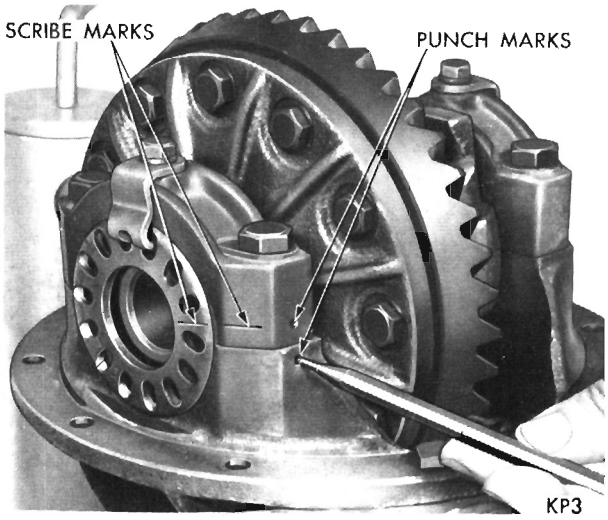

Fig. 17—Marking Bearing Caps and Adjusters
(7) Apply identifying punch marks on differential bearing pedestals of carrier, differential bearing caps and bearing adjusters for reassembly purposes (Fig. 17).
(8) Remove both differential bearing adjuster lock screws and locks.
(9) With a 3/4 inch socket, loosen bearing cap bolts (one on each side) and back off bearing adjusters slightly using spanner wrench Tool C-406A; to remove differential bearing preload. Remove bearing cap bolts, caps and bearing adjusters.
(10) Remove differential and ring gear assembly with bearing cups. Differential bearing cups must be kept with respective bearing cones.
(11) Remove drive pinion and rear bearing assembly from carrier.